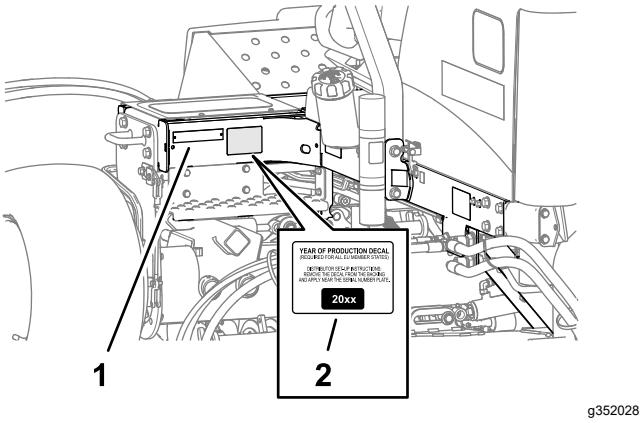

Figur 37
1. Tør venstre stel i nærheden af model-/serienummerpladen af med sprit, og lad stellet tørre (Figur 37).
2. Fjern bagsiden, og påfør mærkaten med produktionsår på stellet i nærheden serienummerpladen som vist i Figur 37.